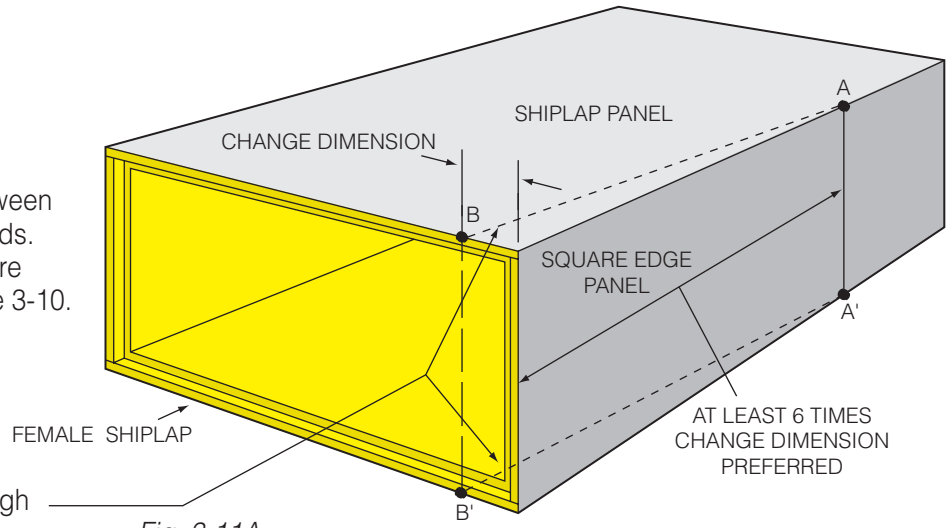
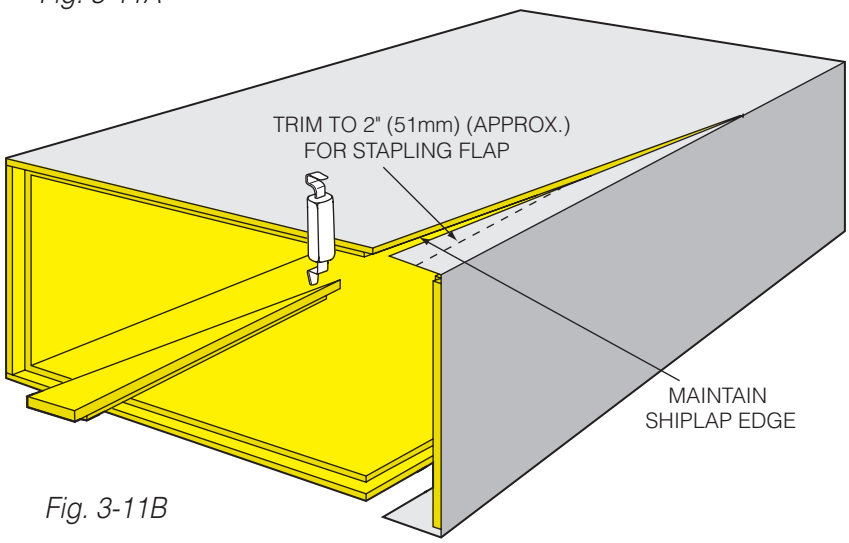

Fig. 3-11A
Fig. 3-11B
1. Use hand shiplap tool to cut through insulation and facing along dashed lines A - B and A' - B' (Fig. 3-11A). Maintain shiplap orientation of original module (Fig. 3-11B).
2. Remove and discard triangular scrap. Trim facing both sides leaving 2" (51mm) (approx.) staple flaps (Fig. 3-11B).